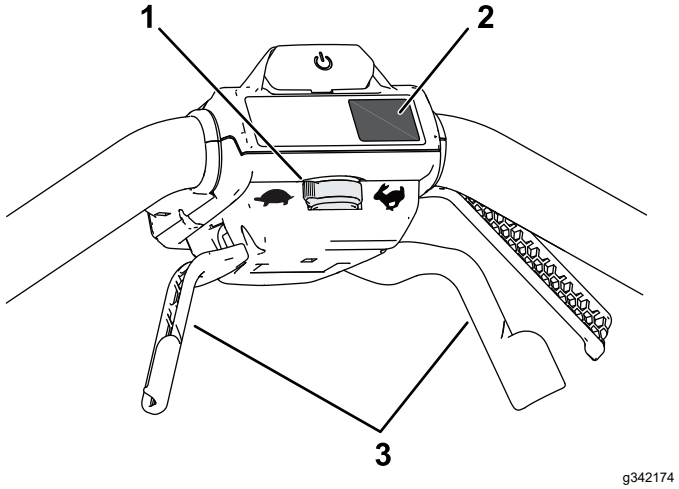

Figura 12
- **Para ajustar la velocidad de la transmisión autopropulsada, ajuste el control de velocidad (Figura 12).**
- **Para activar la transmisión autopropulsada, acerque las palancas de autopropulsión al manillar y manténgalas allí (Figura 12).**
Pulse el botón MAX situado debajo del botón de Encendido para ajustar la máquina a la velocidad MÁXIMA (Figura 12).